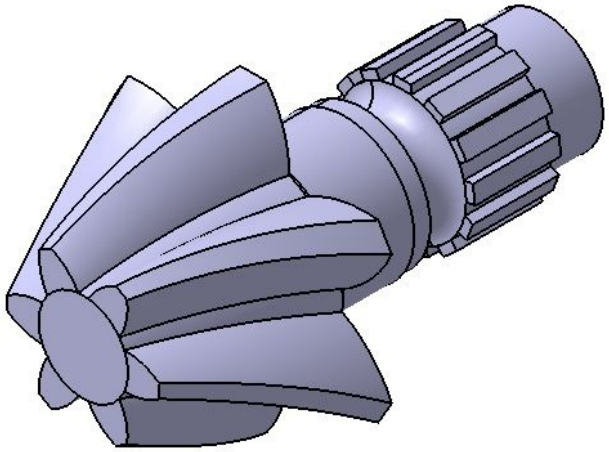

Figure 9-77 *Final model of the Helical gear*
g. Create the pattern of the gear tooth by using the circular pattern tool, refer to Figure 9-77.
6. Invoke the **Circular Pattern** tool from the **Patterns** toolbar and create 6 instances of multi-section solid feature using the Complete crown option. To define the reference element, select the circular edge of the front face. The model after creating the circular pattern of the multi-section solid feature is shown in Figure 9-77.